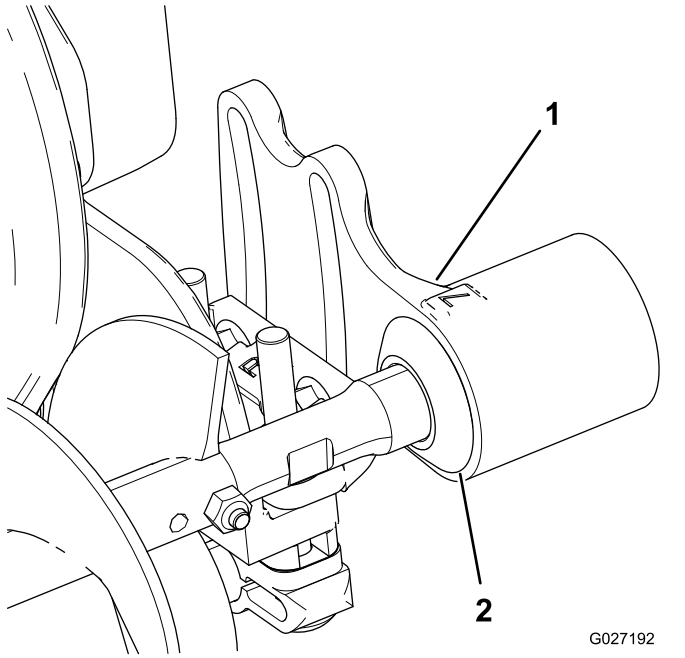

Bild 10
1. Schieben Sie jede Abschlussdichtung nach außen, bis die Lippendichtungen gerade jedes Lagergehäuse berühren (Bild 10).